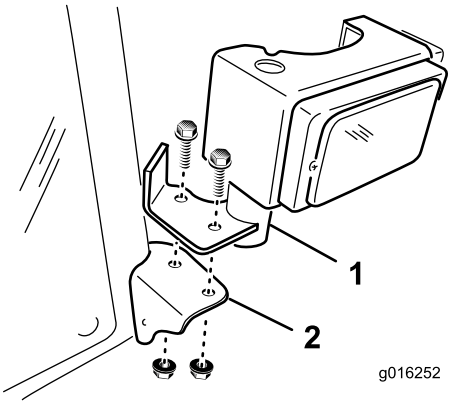

Figura 6
1. Monte o conjunto do farol do lado esquerdo no suporte do farol no canto frontal esquerdo da cabina com 2 parafusos de cabeça flangeada 3/8 x 1 pol. e porcas flangeadas de 3/8 pol. (Figura 6).